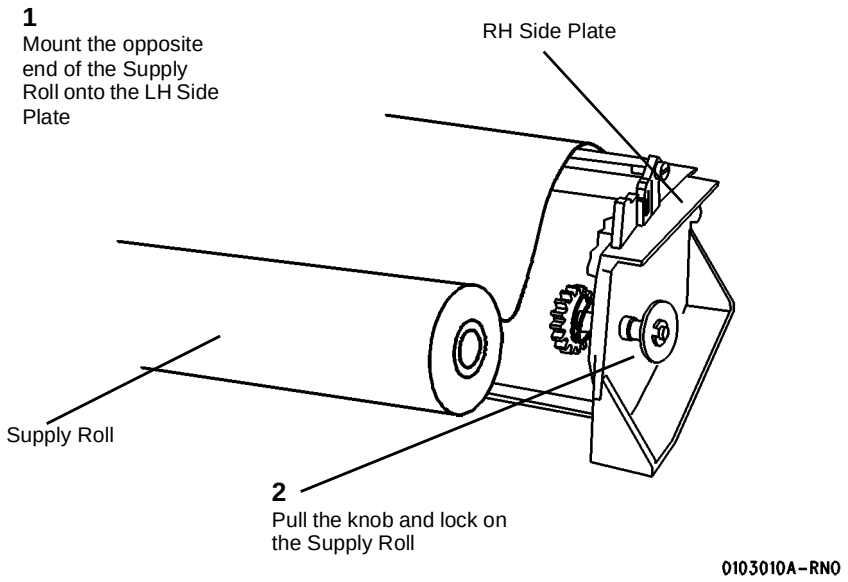

**Figure 3 Reinstalling the Takeup Roll**
1. (Figure 3): Reinstall the Supply Roll.